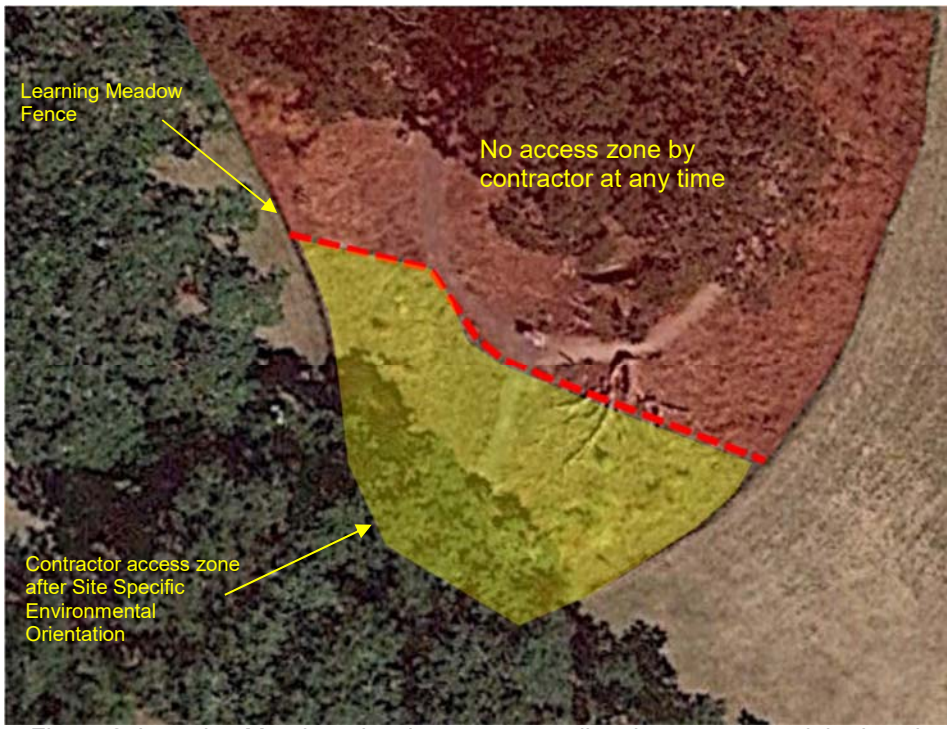

Figure 2. Learning Meadow showing no access disturbance area and the location where the Contractor may access after Site Specific Environmental Orientation.
- As a general prohibition, the Contractor's crew must not access, any portion of the Learning Meadow laying north or east of the line shown in Figure 2.